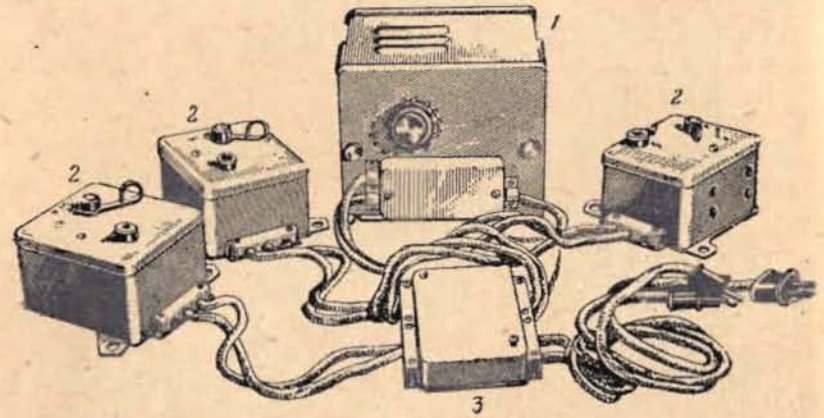

Рис. 77. Общий вид самолетного переговорного устройства СПУ-ФБ: *1*—усилитель СПУ; *2*—три абонентских аппарата; *3*—соединительная колодка
3. *Комплект* самолётного переговорного устройства СПУ-ФБ (рис. 77) состоит из: